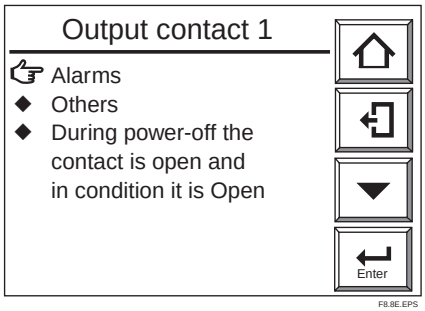
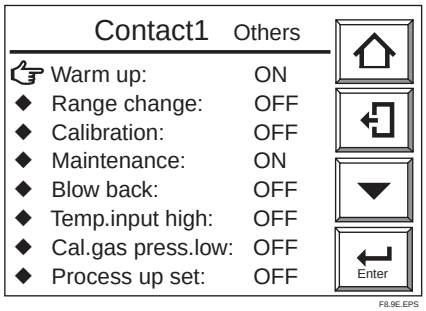

Figure 8.8 Output Contact 1 Display
Figure 8.9 "Contact1 Others" Display
(4) Select the desired output contact. This section shows an example where contact output 1 is selected (see Figure 8.8).
(5) Each set item and the selected items are briefly described in Table 8.5. The following describes an example of setting where output contact 1 is closed during calibration.
(6) Select Others in the Output contact 1 display. The “Contact1” display shown in Figure 8.9 then appears. Select Calibration in the Contact1 display.
(7) The on or off selection display then appears. Select “on” herein.
(8) Press the Return key to go back to the previous display.
(9) Move the pointer to “During power-off the contact is open and in condition it is Open” and press the [Enter] key. The “off” or “on” selection display then appears. If you select “off,” this means “open” in normal conditions and “closed” when the contact output is on.